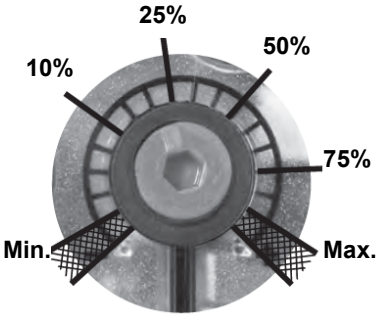

Fig. 5
3. Atornillar el DV con 2 tornillos M5, máx. 5 Nm/44 in.lb, fig. 5/6.